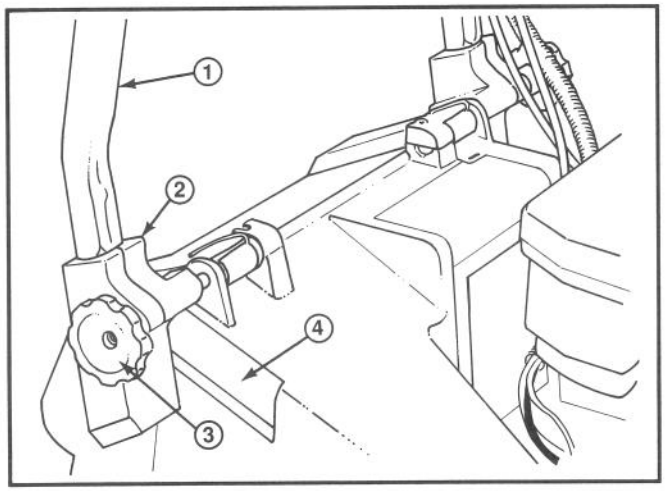
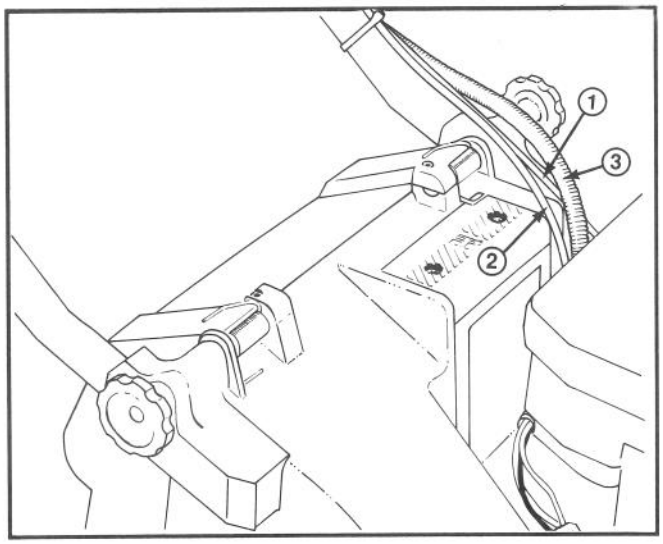

Abbildung 1
Abbildung 2
1. MONTAGE—Drehknöpfe auf der Gestängehalterung lockern (Abb. 1).
3. Die Enden der Griffstange in die Löcher der Gestängehalterung schieben bis sie sicher gehalten werden (Abb. 1). Sicherstellen, daß die Gaszug-, das Elektrostart- und das Antriebskabel an der Gestängehalterung links oben sind (Abb. 2).
4. Den Griff und die Gestängehalterungen nach hinten schwenken bis die Rastklinken sicher in den Gehäuserasten gehalten werden (Abb. 2).